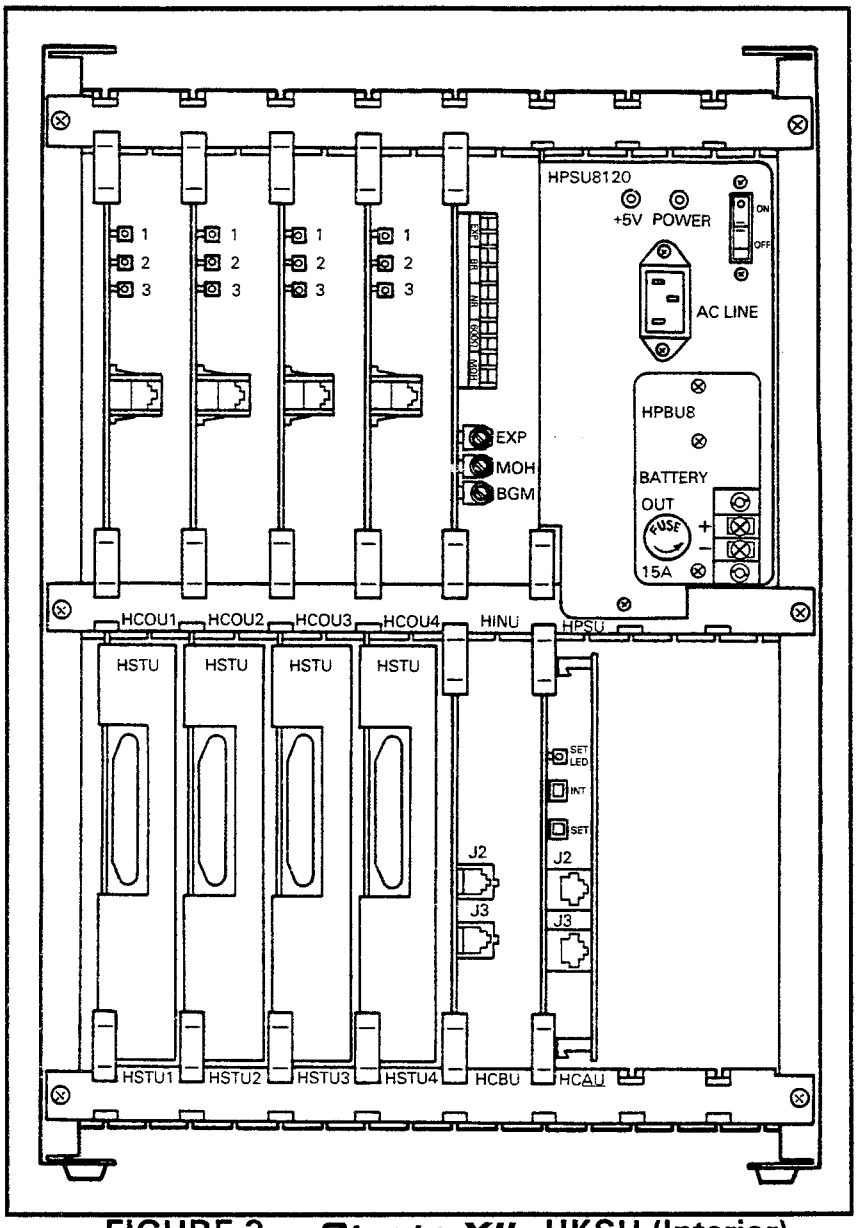

FIGURE 3 — *Strata XII$_e$* HKSU (Interior)
02.02 The ***Strata XII$_e$*** HKSU (Figure 3) contains two shelves with spaces to accommodate up to 11 printed circuit boards (PCBs) and one power supply (HPSU 8120). Two additional PCB slots are reserved for future use.